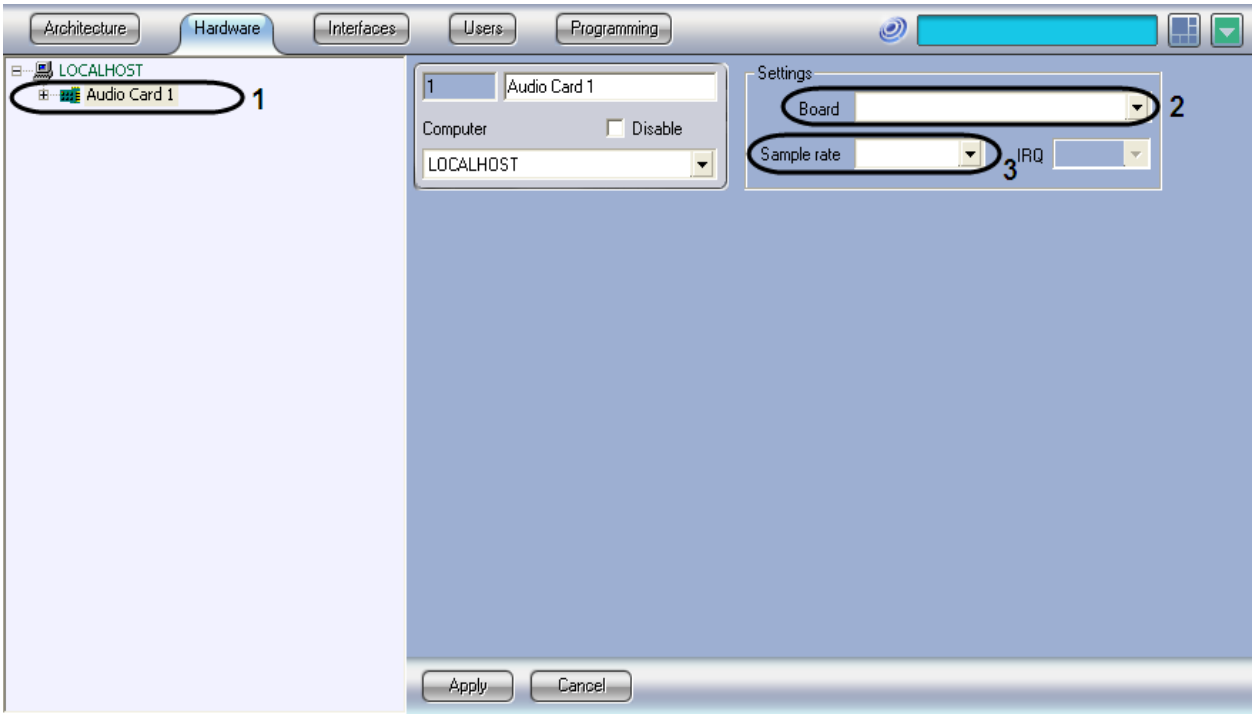

Figure 3.1—14 Configuring the Audio card object
5.1. In the **Board** list (Figure 3.1—7, 2) specify the type and PCI channel of the card (Figure 3.1—14, 2). Between the **Audio cards** objects there is end-to-end distribution of PCI channels that starts with '0'.